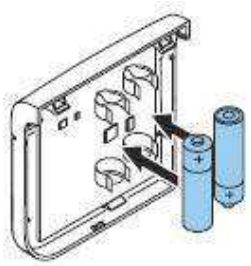

Rys. 50 - Włóż baterie
1. Załóż baterie. Wszystkie diody zapalą się (ON) na czas 3 sekund (Rys. 50).